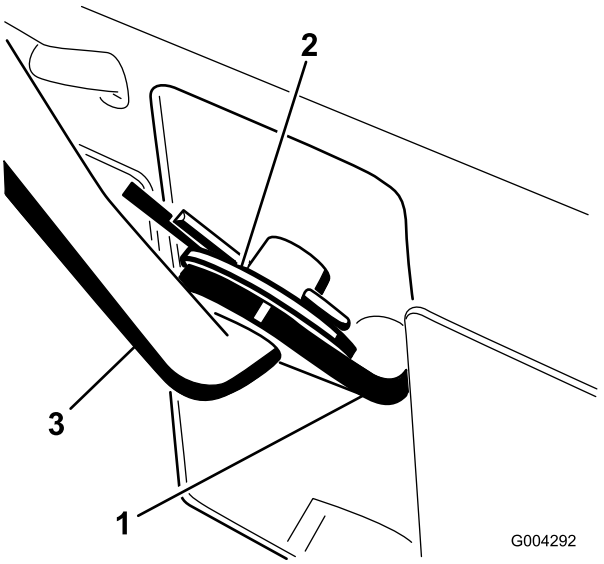

Rysunek 6
1. Pociągnij ramię wybieraka biegów (Rysunek 6) możliwie najdalej w kierunku zewnętrznym.
3. Przymocuj drążek wybieraka biegów do ramienia wybieraka, podłóż podkładkę pod drążek wybieraka i zabezpiecz go zawleczką (Rysunek 6).